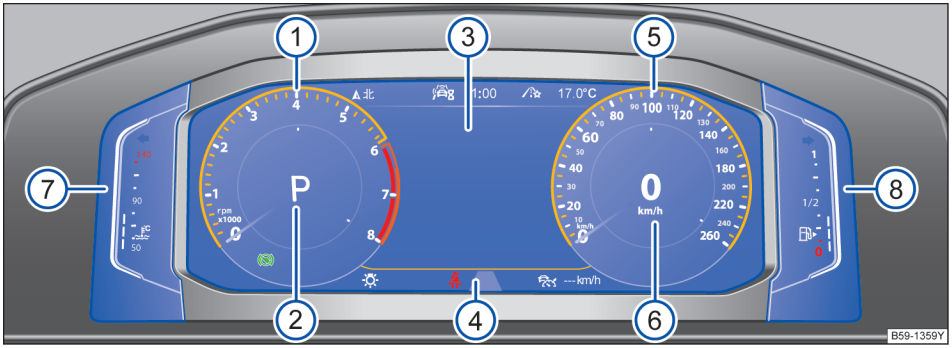

图 15 数字组合仪表
关于数字组合仪表的解释 →图 15
视汽车装备而定，在显示屏→图 15 ③中可以显示不同的信息：